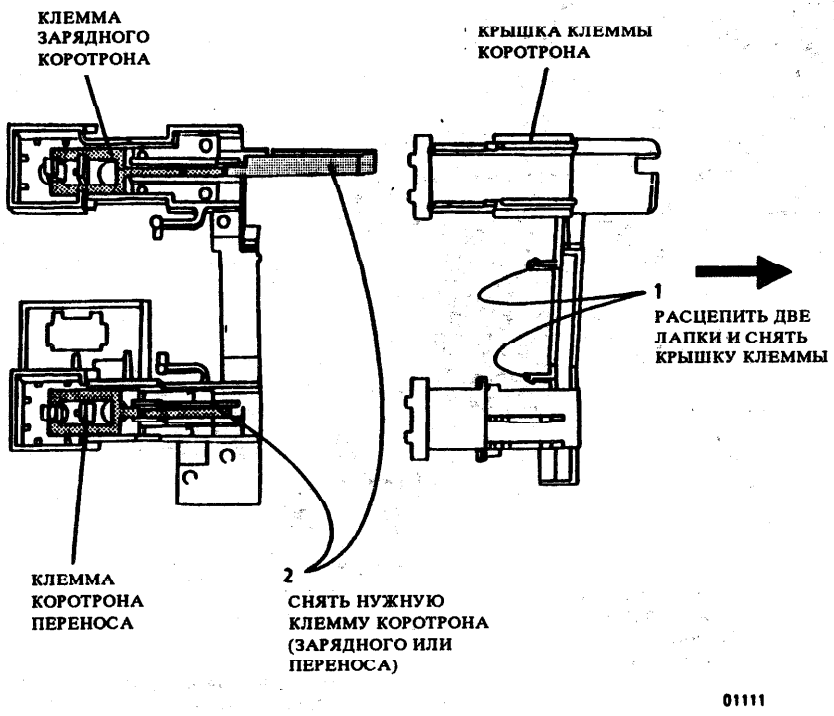

Рис. 5. Снятие крышки клеммы коротрона, клеммы зарядного коротрона и клеммы коротрона переноса
7. (Рис. 5): снять крышку клеммы коротрона, клемму коротрона, клемму коротрона переноса, согласно необходимости.